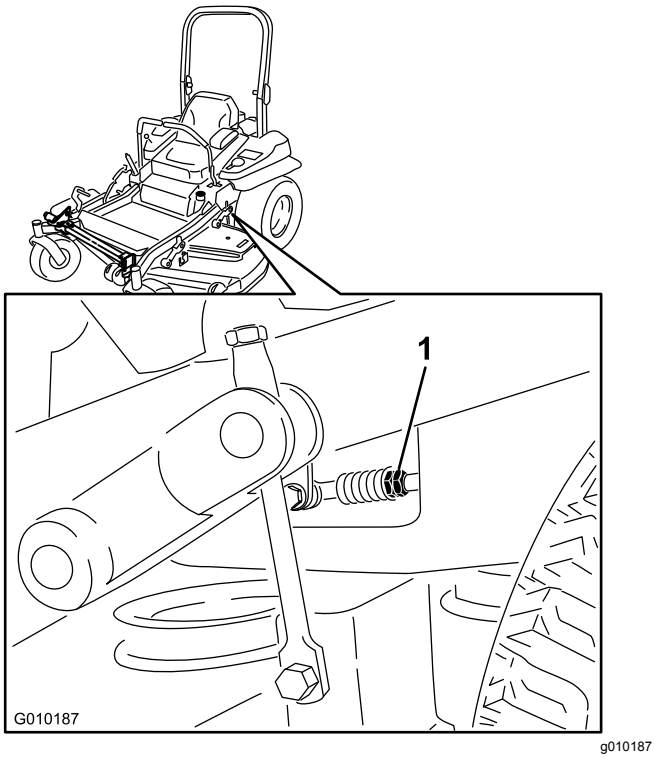

Figuur 100
11. Pas de lengte van de stang aan door de dubbele moeren op de stang in de juiste richting te draaien tot de wielen gaan kruipen in de achteruitstand (Figuur 100).